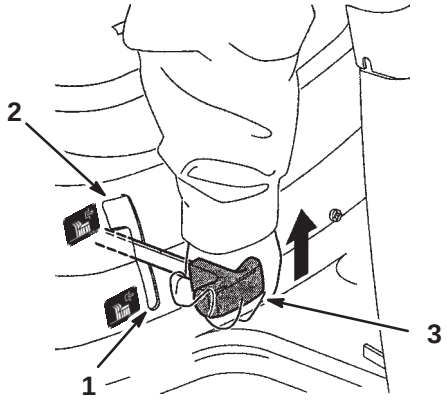

Bild 4
2. Stellen Sie den Mähwerkhebel (ZWA) langsam auf „Ein“ (Bild 4).
2. Stellen Sie den Zapfwellenantrieb auf „Ausgekuppelt“ (Bild 4).